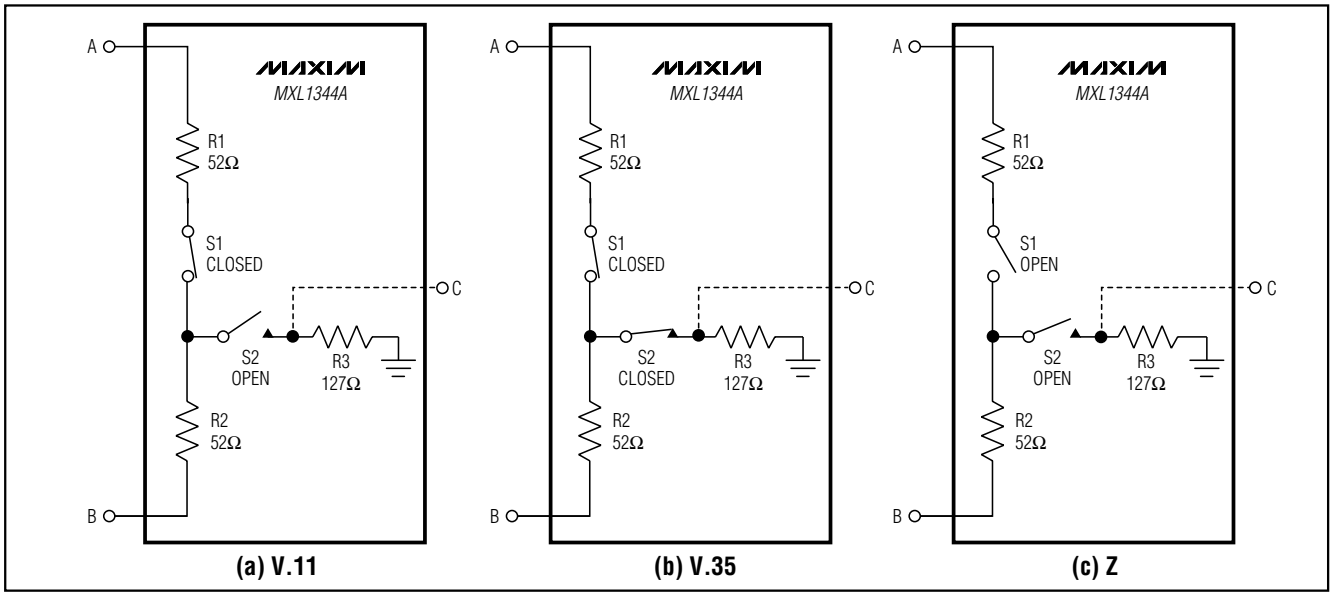

*Figure 4. Termination Modes*
The termination networks in the MXL1344A can be set to one of three modes, V.11, V.35, or high impedance (high-Z). As shown in Figure 4, in V.11 mode, switch S1 is closed and switch S2 is open, presenting 104Ω across terminals A and B. In V.35 mode, switches S1 and S2 are both closed, presenting a T-network with 104Ω differential impedance and 153Ω common-mode impedance. In high-Z mode, switches S1 and S2 are both open, presenting a high impedance across terminals A and B suitable for V.28 and V.10 modes.
***Note:*** *Z Indicates high impedance, 1 = high and 0 = low. Z, V.11, and V.35 refer to termination modes (Figure 4.)*
The MXL1344A enters no-cable mode when the mode select inputs, M0, M1, and M2 are connected HIGH or left unconnected. In no-cable mode, all six termination networks are placed in V.11 mode, with S1 closed and S2 open (Figure 4).